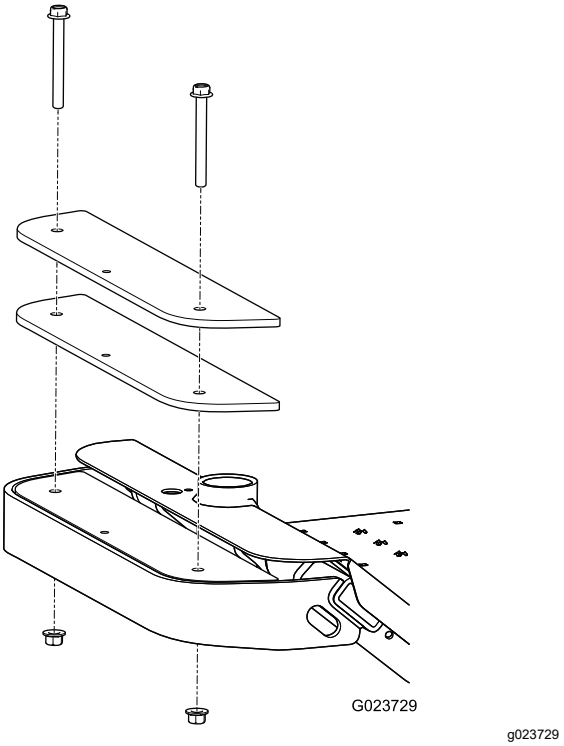

**Figuur 12**
1. Verwijder de 2 bouten en 2 moeren waarmee de oude gewichten aan de voorkant van de machine zijn bevestigd (Figuur 12).